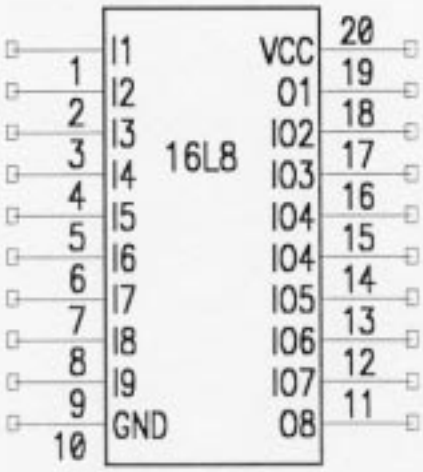

Figure A2
A.1.4. A l'aide du schéma (Figure A3.1), compléter le fichier ABEL permettant la programmation du circuit **IW05** et indiquer sur le schéma partiel figure A2, le câblage de **IW05**.